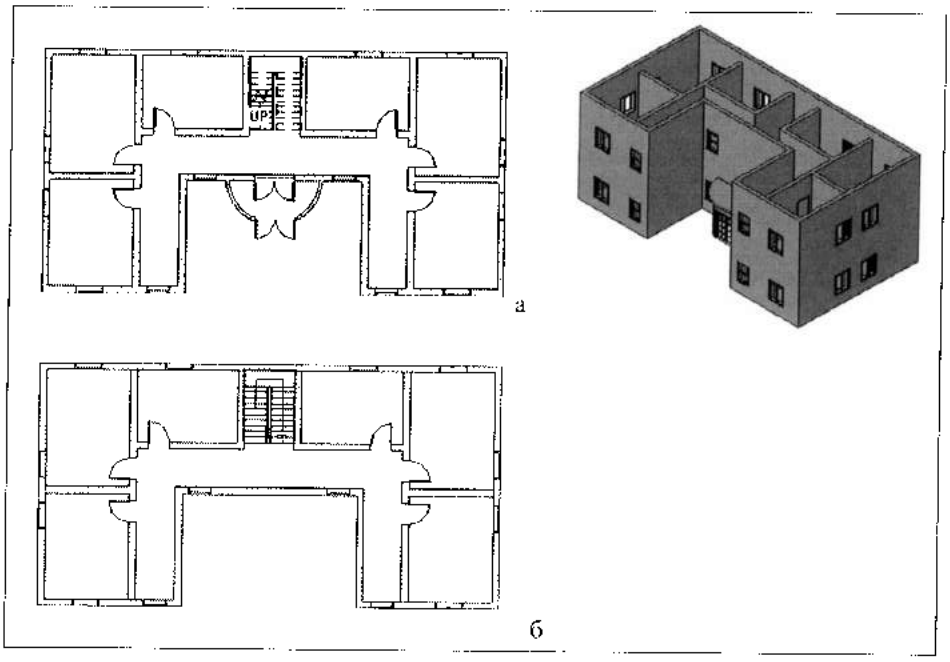

Рис. 27.12. *Вариант двухэтажной коробки здания (Этажи: 2 этажа)*
7. Выделить наружные стены и довести их высоту до 8500 мм. Далее добавить лестницу шириной 2200 мм, создав для нее лестничный отсек и удалив два соседних с лестницей окна (рис. 27.12,а).
8. В Навигаторе проекта открыть вид *Level 2*. Удалить центральный вход и добавить перегородки, окна, двери и перекрытие на втором этаже, как показано на рис. 27.12,б. Завершить редактирование, установив на ленте **Manage** в разделе **Design Options** в списке вариантов значение *Main Model*.